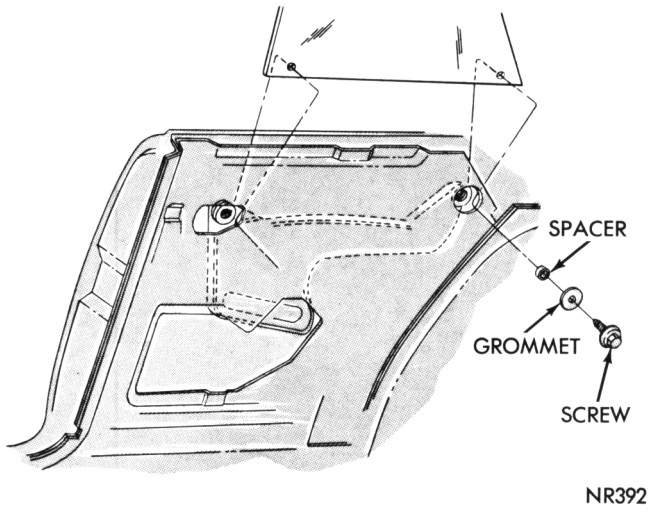

Fig. 39—Quarter Window Replacement—Hardtop
(1) Remove retainers attaching regulator arm studs to glass lower frame (Fig. 39).
(2) Support window and remove regulator studs from lower frame.
(3) Remove rollers from slots in glass lower frame.
(4) Remove glass from quarter panel.
(5) Inspect front and rear roller tracks for damage or excessive wear.